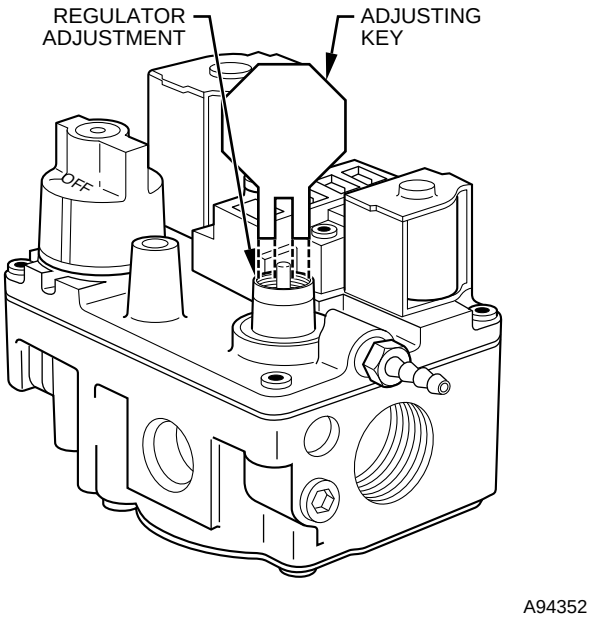

Fig. 8—Adjusting Natural Gas Input (Adjusting Key)
c. Turn adjusting screw using supplied ADJUSTING KEY either counterclockwise (out) to decrease input rate or clockwise (in) to increase rate. (See Fig. 8.)